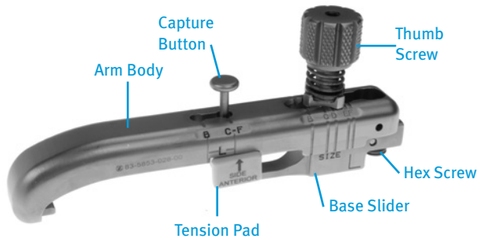

Fig. 148
- If there is not sufficient clearance on the distal end of the RH Knee Femoral Component for the Condylar Trephine Guide instrumentation **(Fig. 148)** to be used properly due to biological obstructions, an alternate freehand technique may be used to locate the hinge pin as follows.